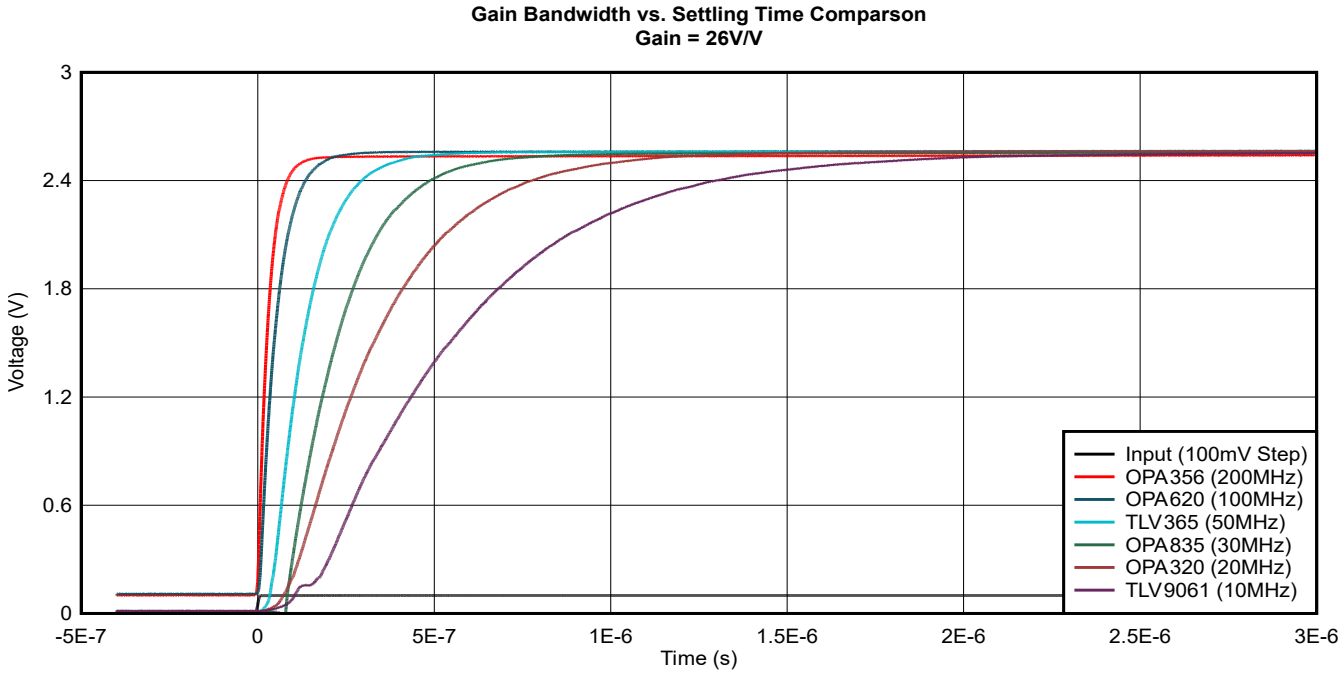

图 5. 多款 TI 放大器的上升时间
德州仪器 (TI) 提供各种放大器以满足不同的系统要求。图 5 展示了几款放大器随带宽增加的上升时间变化图，表 1 为上升时间比较表。